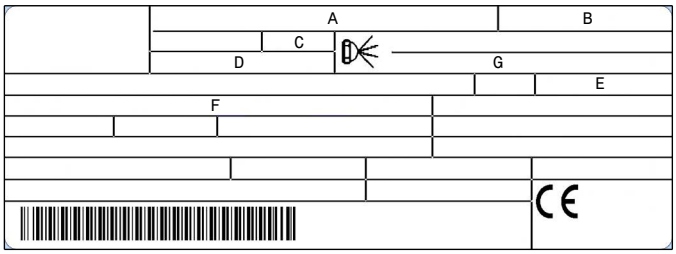

Abb. 9
- das Modell (**A**) auf Abb. 9 und der Typ des Brenners (**B**);